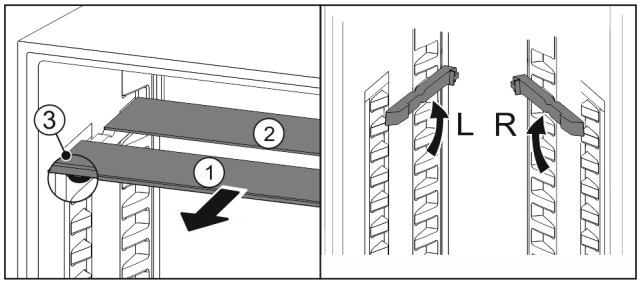

Fig. 114
▶ Glasplatten einzeln nach vorne herausziehen *Fig. 114 (1)*.
▷ Glasplatte *Fig. 114 (1)* mit Zierleiste liegt vorne.
▷ Stopps *Fig. 114 (3)* zeigen nach unten.